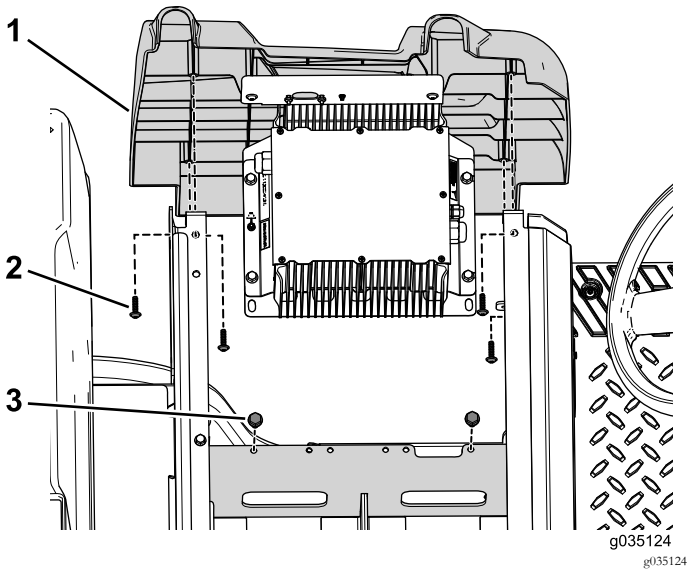

Figure 55
4. Retirez les 2 boulons qui fixent le support de chargeur au support de batterie (Figure 55).
5. Retirez les 4 vis autotaraudeuses qui fixent le couvercle latéral gauche sur la machine (Figure 55).